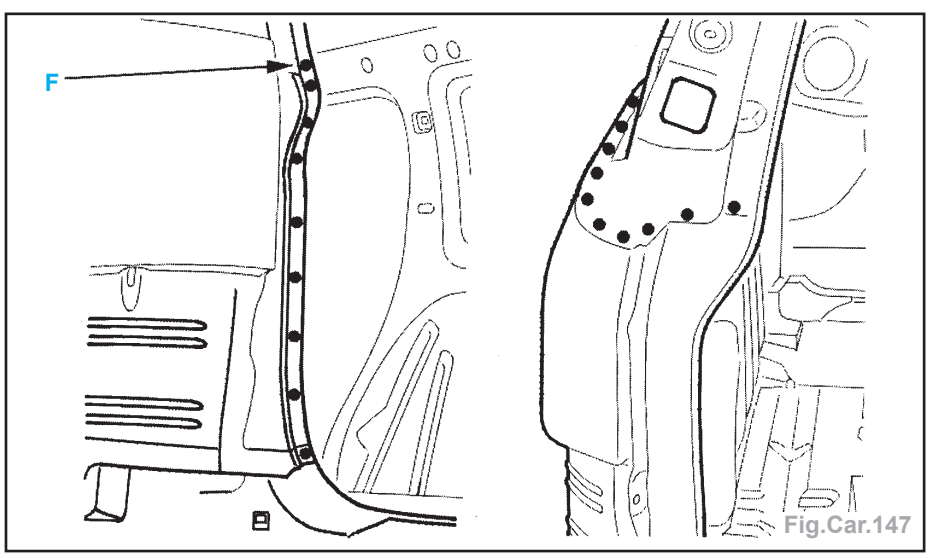

Fig.Car.147
- par points électriques (suivant F) et meuler (Fig.Car.147).